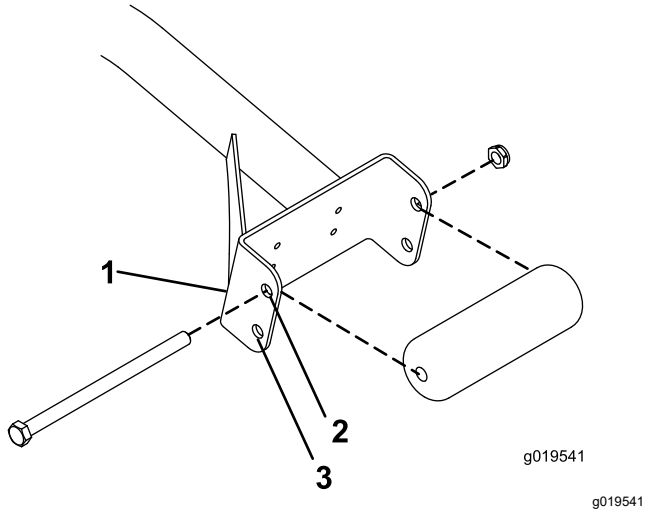

図 3
- 27 インチのカッティングユニットを使用する場合には、ローラを、サポートアセンブリのチャネルの上穴に取り付ける図 3。
- 32 インチのカッティングユニットを使用する場合には、ローラを、サポートアセンブリのチャネルの下穴に取り付ける図 3。